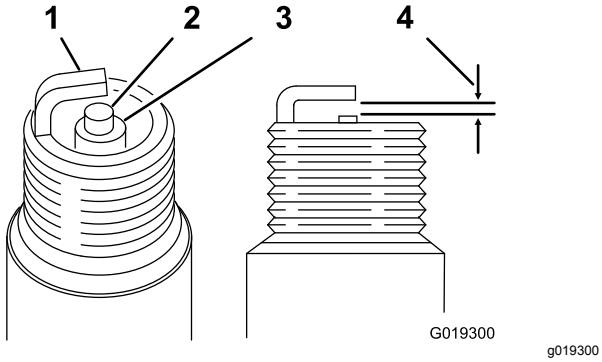

Figur 33
Elektrodeavstand: 0,70 til 0,80 mm. Se Figur 33.
3. Still inn elektrodeavstanden til 0,70 til 0,80 mm (Figur 33).